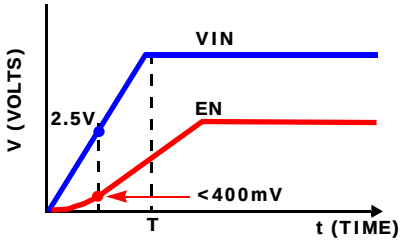

FIGURE 37. CIRCUIT IMPLEMENTATION WITH V_{IN} SLEW RATE
The enable (EN) input allows the user to control the turning on or off the regulator for purposes such as power-up sequencing. When the regulator is enabled, there is typically a 600µs delay for waking up the bandgap reference and then the soft-start-up begins. It is recommended that the EN voltage should be kept logic low (less than 400mV), until V_{IN} reaches 2.5V. Refer to Figure 37 for suggested circuit implementation with V_{IN} slew rate.